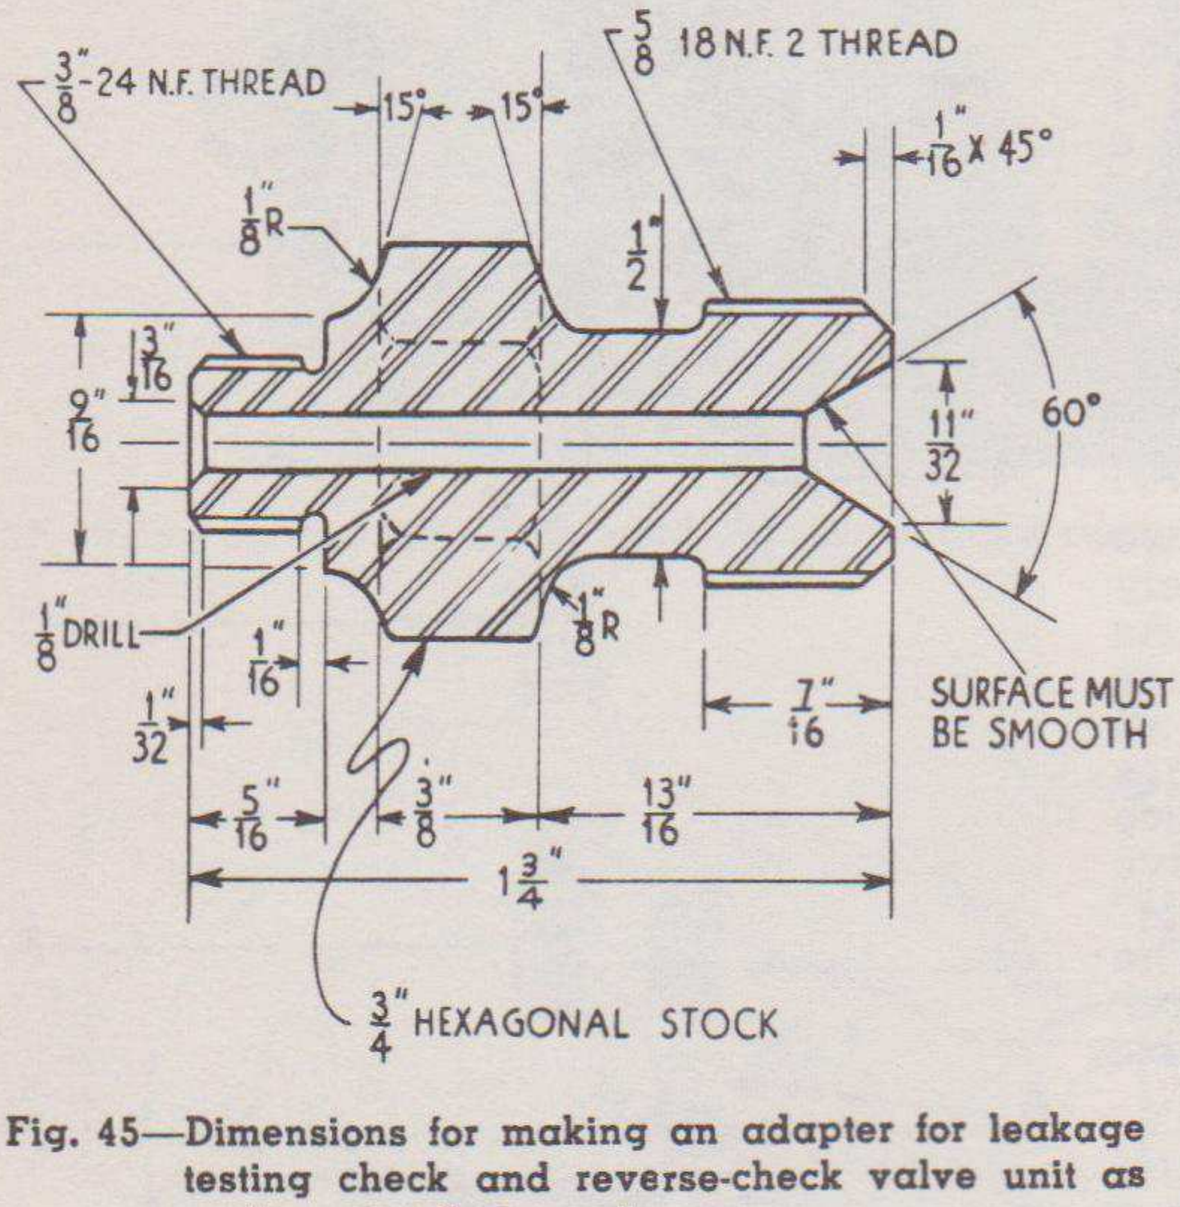

Fig. 45—Dimensions for making an adapter for leakage testing check and reverse-check valve unit as well as distributor unit.
The seating of the check and reverse-check valves can be checked when the unit is assembled to the plunger bushing retainer, or preferably while it is removed. The fitting or adapter sketched in Figure 45 can be attached to the large threaded hole in the reverse-check valve block (9), Figure 44, with the high-pressure pipe screw gaskets (1), Figure 33. The 5/8" threaded end can be attached to a high pressure pipe from a hydraulic test pump such as SE-905-A when equipped with a 150 lb. gauge such as furnished with the injection pump test bench SE-1247. Build up the fuel pressure to 150 lbs. as indicated on the gauge and maintain this pressure throughout the test.